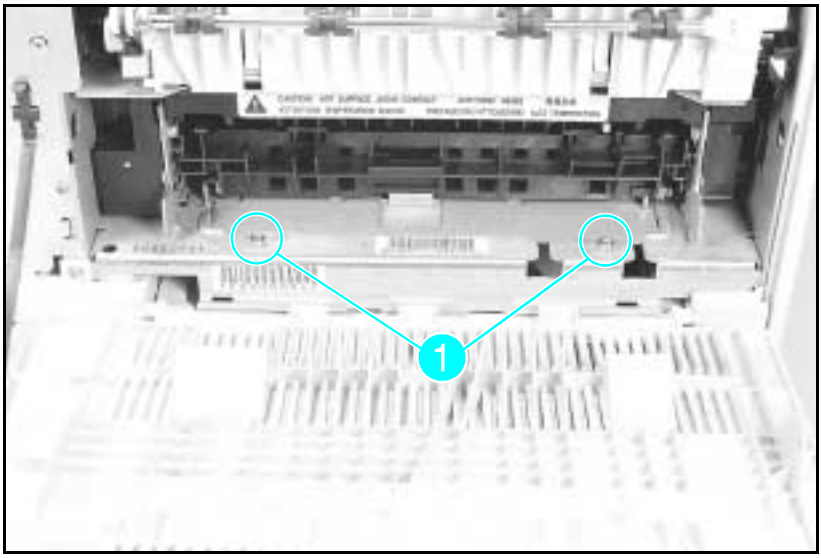

Figure 6-20 Fuser Assembly Screws
2 Remove the (2) screws that hold the Fuser to the printer frame (see Figure 6-20, callout *1*).